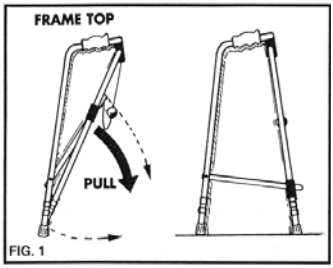

FIG. 1
2. Ensure the frame is in the fully open position before use (Fig 1).